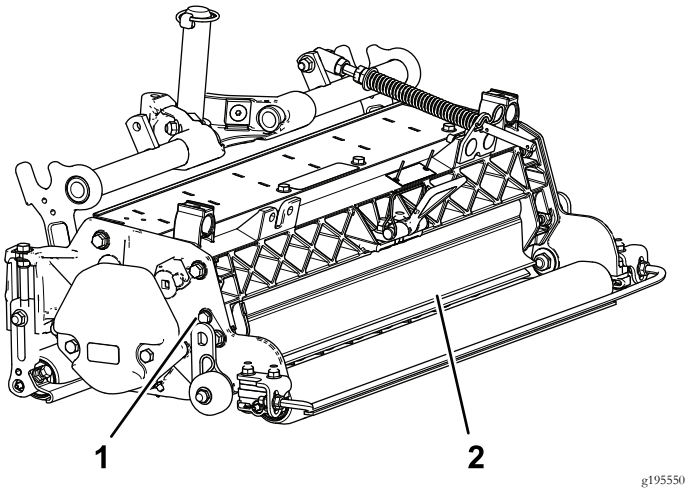

Figur 10
1. Løsne boltene på gresskyddets hengsel (Figur 10).
2. Roter gresskyddet til ønsket stilling, og stram boltene (Figur 10).